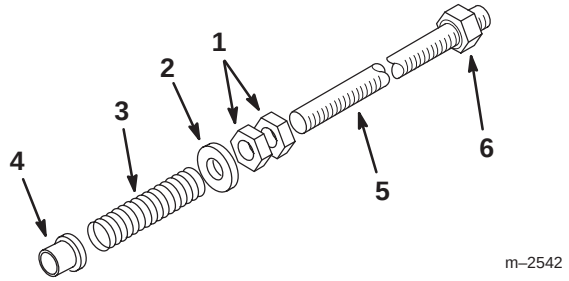

Figure 5
4. Thread two (2) 1/2” jam nuts approximately 9” (22.8 cm) up on each adjusting shaft (Fig. 5).
5. Slide a 1/2” spacer, spring and bushing onto each adjusting shaft. Make sure to install the bushing with the flange end against the spring (Fig. 5).